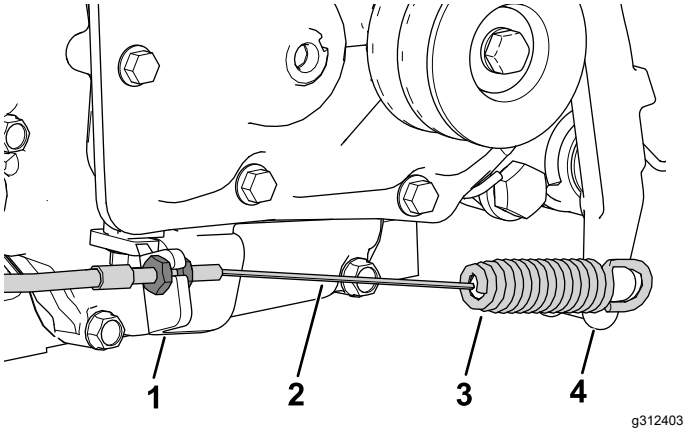

Figur 5
5. Monter clutchkabelen til clutchplaten (Figur 5).
6. Installer fjærenden av clutchkabelen til clutchspaken (Figur 5).